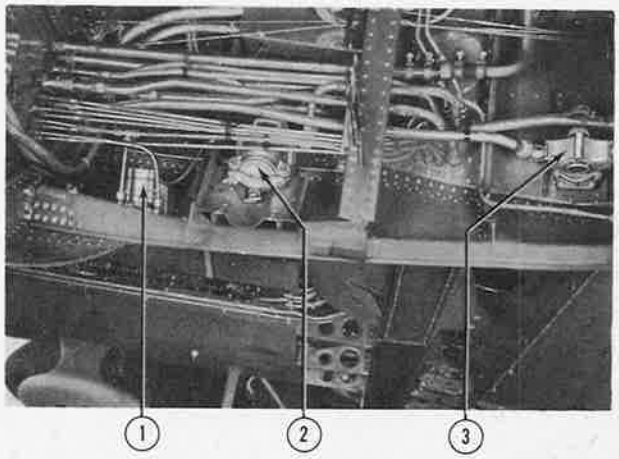
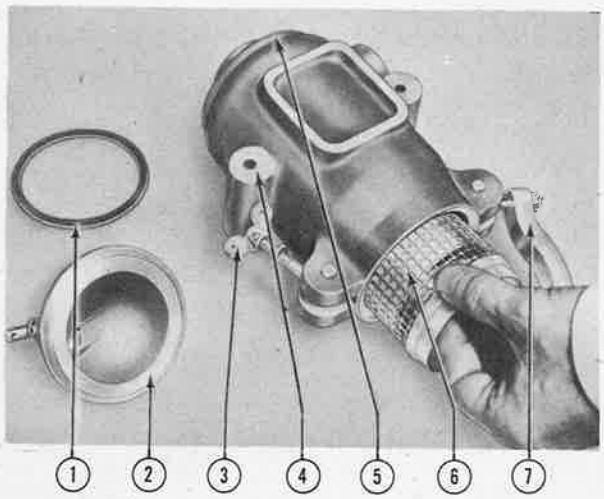

Figure 299—Fuel System Parts Inside Nacelle
Figure 300—Fuel Strainer Disassembled
(1) DESCRIPTION.—On all C-47 and early C-47A airplanes, the fuel strainers, one for each engine, are mounted on the inboard side of each nacelle (2, figure 299). The words "FUEL STRAINER" are stamped on the outside of each nacelle showing the exact location of the strainer. The strainer is easily accessible from within the nacelle. The strainer is of simple construction consisting of an inlet and outlet fitting, a barrel (5, figure 300), the screen strainer unit (6, figure 300), a removable bottom plate (2, figure 300) secured by a retainer bar (7, figure 300) and wing nut (3, figure 300), and a drain cock. Fuel flows through the inlet side of the strainer unit and passes through the screen on the outlet side.
airplane. If it should become necessary to replace the entire unit, this may be done by disconnecting the lines and taking out the two bolts (4, figure 300) that hold the strainer assembly to its support. A visual inspection of the strainer screen is necessary each 25 hours of flying time. This screen is best removed by the following procedure:
(a) AIRPLANES WITH A STRAINER IN EACH NACELLE (figure 300).
(b) Examine the gasket (1, figure 300) on the retainer plate on the bottom of the strainer. If the gasket is damaged, remove and replace.
(c) Check the drain cock (figure 299) to see that it is not clogged.
(1) DESCRIPTION. – A cross-feed valve is located on the inboard side of each nacelle, aft of the fuel strainer (3, figure 299). A cross-feed line connecting with the pressure side of each engine-driven fuel pump connects the two cross-feed valves. The valves are operated by cables from a single control on the lower right-hand side of the engine control pedestal. (See figures 301 and 295.) In normal operation these valves are in the "OFF" position, but in case of failure of one of the engine-driven pumps the cross-feed valves may be turned "ON," and pressure from the operating engine-driven pump will pass through the cross-feed system to supply the inoperative engine.
(2) REMOVAL AND DISASSEMBLY.